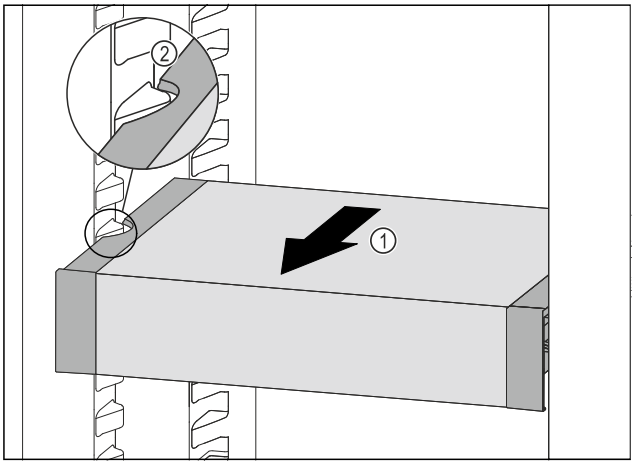

*Fig. 110*
- ▶ Pull VarioSafe forwards *Fig. 110 (1)* until the recesses in the side of the VarioSafe are at the level of the support rib in the fridge section. *Fig. 110 (2)*